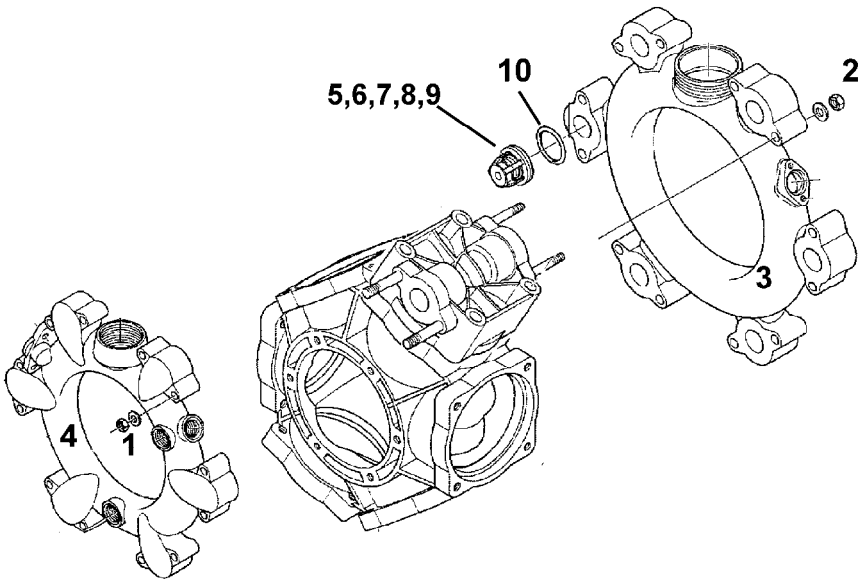

Rys. 174
1. Sprawdzić, czy stan oleju widoczny jest na oznaczeniu (Rys. 174/1) niepracującej i poziomo ustawionej pompy.
2. Zdjąć pokrywę (Rys. 174/2) i uzupełnić stan oleju, jeśli nie jest on widoczny na oznakowaniu (Rys. 174/1).
2. Zdjąć pokrywę (Rys. 174/2).
5. Wałek napędowy obracać na przemian w prawo i w lewo i powoli wlewać nowy olej. Prawidłowe napełnienie olejem jest wtedy, gdy olej widoczny jest na oznakowaniu (Rys. 174/1).
- Przed wymontowaniem odpowiedniej grupy zaworów (Rys. 174/5) zwrócić uwagę na pozycje montażowe zaworów strony ssącej i ciśnieniowej.
- Przy montażu zwrócić uwagę, aby nie uszkodzić prowadnicy zaworów (Rys. 174/9). Uszkodzenia mogą prowadzić do zablokowania zaworów.
- Nakrętki (Rys. 174/1,2) bezwarunkowo dociągać na krzyż i z podanym momentem dociągania. Nieumiejętne dociąganie śrub prowadzi do naprężeń i tym samym do nieszczelności.
2. Odkręcić nakrętki (Rys. 174/1,2).
3. Zdjąć kanał ssący i ciśnieniowy (Rys. 174/3 i Rys. 174/4).
4. Wyjąć grupy zaworów (Rys. 174/5).
5. Sprawdzić gniazdo zaworu (Rys. 174/6), zawór (Rys. 174/7), sprężynę zaworu (Rys. 174/8) i prowadnicę zaworu (Rys. 174/9) pod względem uszkodzenie lub zużycia.
6. Wyjąć O-ring (Rys. 174/10).
8. Po sprawdzeniu i oczyszczeniu zamontować grupy zaworów (Rys. 174/5).
9. Założyć nowe O-ringi (Rys. 174/10).
10. Do obudowy pompy przyłożyć kanał ssący (Rys. 174/3) i kanał ciśnieniowy (Rys. 174/4).
11. Nakrętki (Rys. 174/1,2) dociągnąć na krzyż z momentem dociągania **11 Nm**.